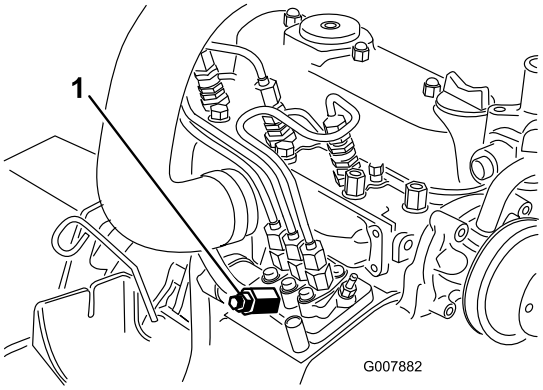

**Rysunek 40**
3. Umieść szmatę pod wkrętem odpowietrzającym w pompie wtryskowej paliwa i otwórz ją (Rysunek 40).